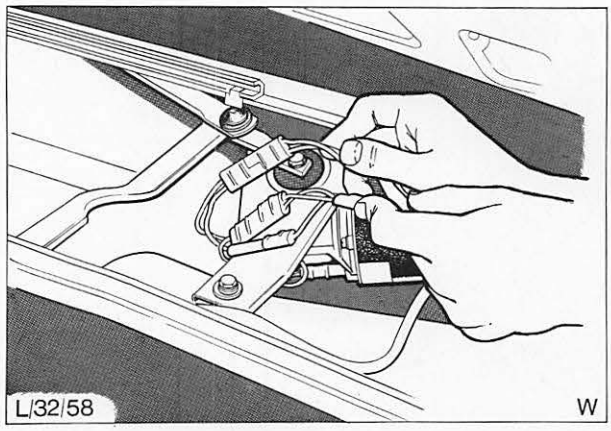

Abb. 25 Kabelstrang-Anschlüsse an den Mehrfachsteckern trennen
3. Kabelstrang-Anschlüsse an den Mehrfachsteckern trennen, Abb. 25.